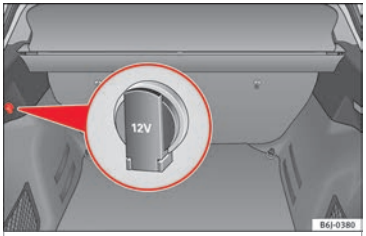

Fig. 115 Detailed view of the side trim in the luggage compartment: 12 volt socket
– Lift the power socket cover ››› **Fig. 115**.